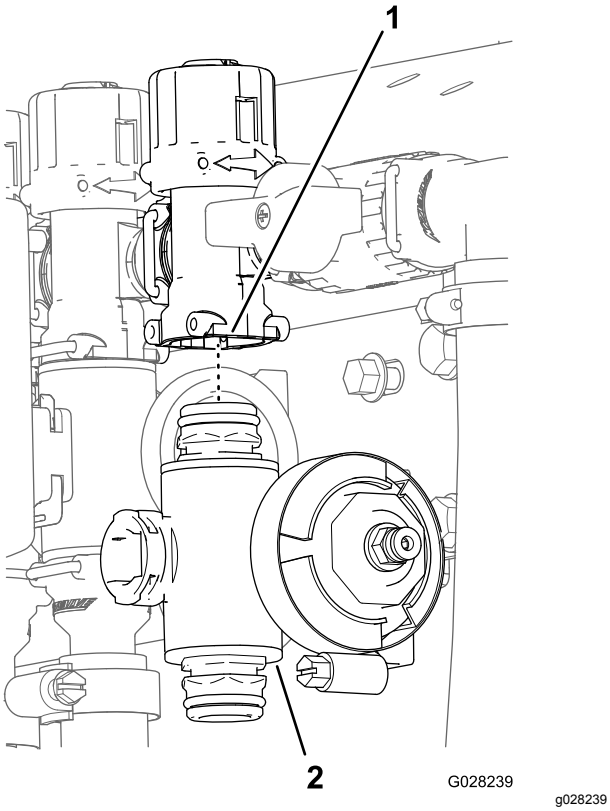

Figur 70
3. For venstre eller høyre bomseksjonsventiler: fjern flenshodeskruene og de flensede låsemutterne som sikrer seksjonsventilen(e) til ventilfestet, og fjern ventilmanifoldet fra maskinen. For midtre seksjonsventil: fjern seksjonsventilmanifoldet fra maskinen (Figur 70).